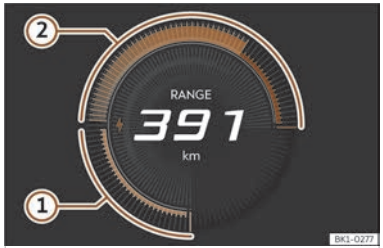

Fig. 3 On the digital instrument cluster: power display (schematic representation).
Using circular segments, the power indicator permanently shows the availability of brake energy recuperation ››› **Fig. 3** ① (green) and the availability of propulsion ››› **Fig. 3** ② (blue).